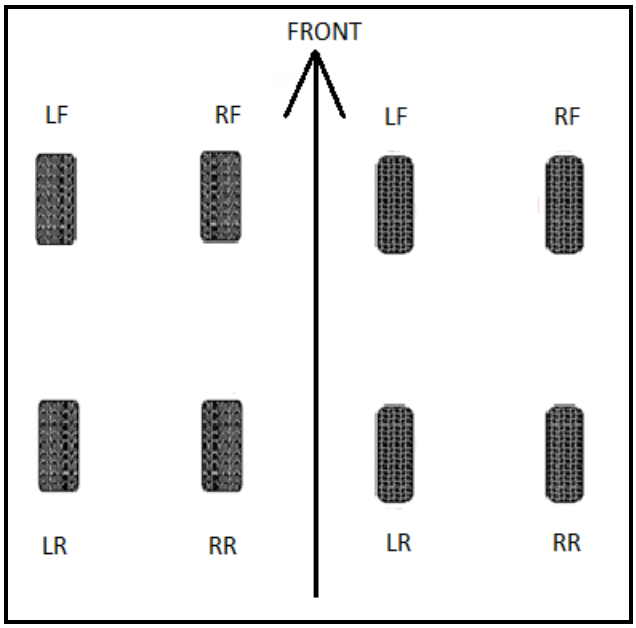

FIGUUR 2 (4)
2.2 Daar is twee moontlike opsies om eweredige buitebandslytasie te verseker, en dit is ook belangrik om die wiele elke 10 000 km te vervang. Kopieer FIGUUR 2 in die ANTWOORDBOEK en, deur pyltjies tussen die wiele te trek, dui die twee opsies ten opsigte van die rigting van die wielrotasie aan.